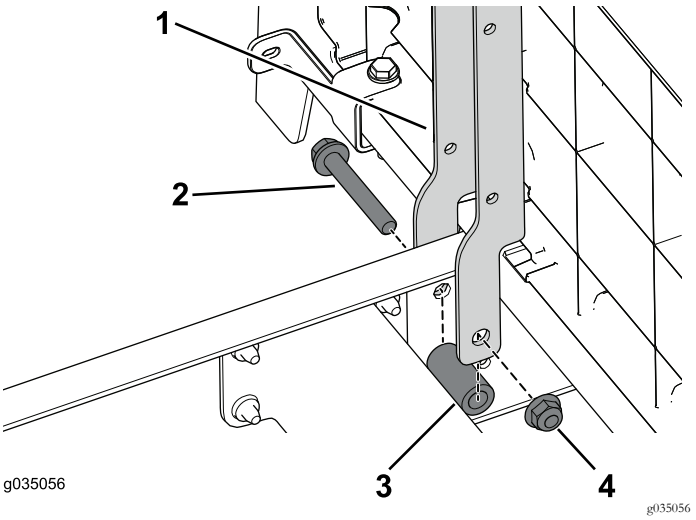

Рисунок 37
1. С помощью двух болтов (3/8 x 2-1/2 дюйма), проставок и фланцевых гаек прикрепите опоры сиденья к передней части автомобиля (Рисунок 37).